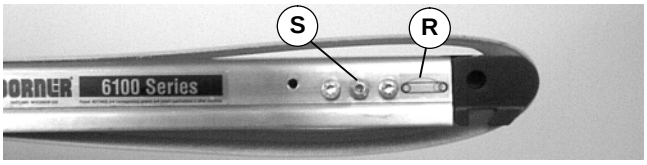
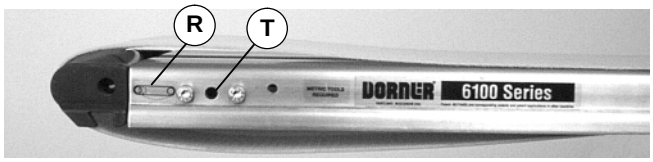
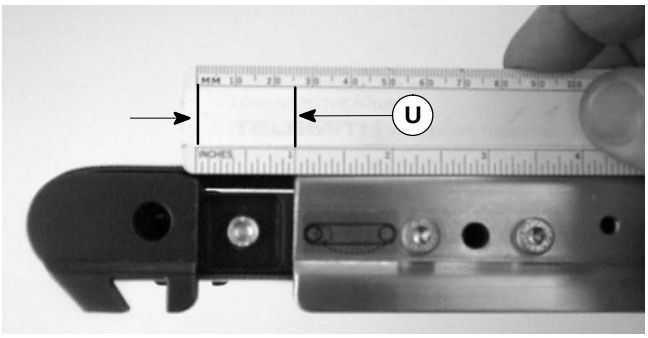

Abbildung 19
Abbildung 20
Abbildung 34
6. Am Spannende des Förderers, das mit einem Etikett (R siehe Abbildung 19 u. 20) identifiziert ist, Schraube lösen (S siehe Abbildung 19). Ritzel im Uhrzeigersinn drehen (T siehe Abbildung 20), bis Deckplattenschulter den Bandrahmen berührt.
10. Am Spannende des Förderers, das mit einem Etikett (R siehe Abbildung 19 u. 20) identifiziert ist, Schraube lösen (S siehe Abbildung 19). Ritzel im Uhrzeigersinn drehen (T siehe Abbildung 20), bis Deckplattenschulter den Bandrahmen berührt.
9. Am Spannende des Förderers, das mit einem Etikett (R siehe Abbildung 19 u. 20) identifiziert ist, Ritzel entgegen dem Uhrzeigersinn (T siehe Abbildung 20) bis auf einen Abstand von 25 mm (U siehe Abbildung 34) drehen.
10. Die Klemmschraube (S siehe Abbildung 19) mit 4,5 Nm festziehen.